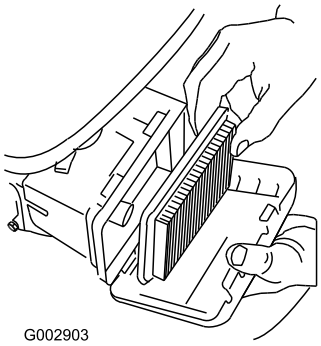

Figur 39
3. Ta bort luftfiltret (Figur 39).